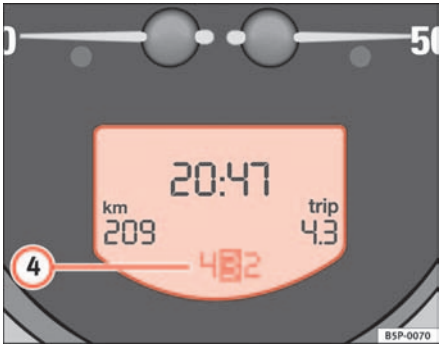

Fig. 37 Detail of instrument panel: Display with Tiptronic gear selection
4. Display for the gears in Tiptronic mode (automatic gearbox)*. The selected gear appears in the display field with a light background ⇒ fig. 37 5 ■